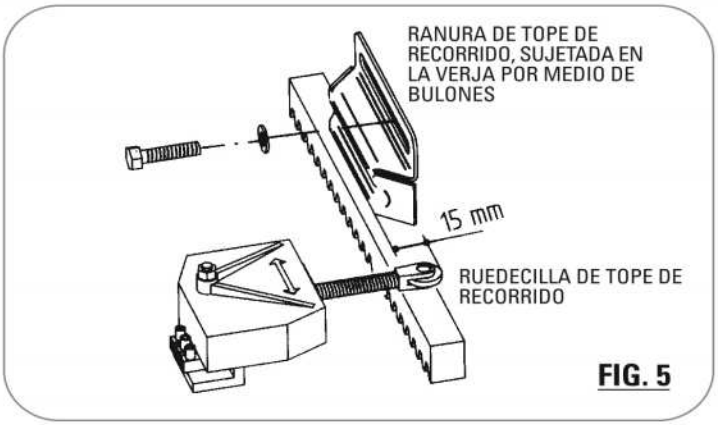

FIG. 5
- Hay que sujetar las **ranuras de tope de recorrido** manteniendo las medidas del dibujo: el extremo de la ruedecilla **del palpador de resorte** del tope de recorrido tiene que encontrarse **15 mm** aproximadamente más allá de la **pieza delantera de comienzo de la hendidura de la ranura**; de esta forma se vuelve flexible el resorte del dispositivo de tope de recorrido en ambos sentidos de marcha de la verja (Fig. 5). En caso de que la ruedecilla del tope de recorrido llegue más allá de la distancia admitida de 15 mm, hay que desatornillar y quitar la **ruedecilla** y acortar la varilla flexible de resorte.